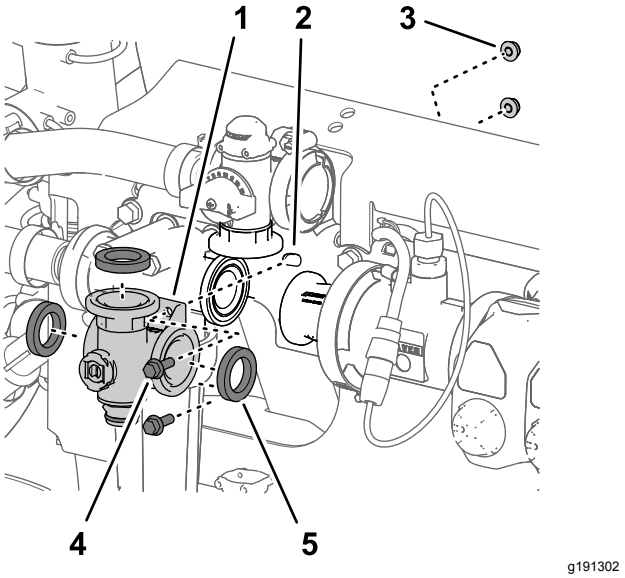

Figur 109
3. Ta bort de två flänsskruvar (¼ x ¾ tum) och två flänslåsmuttrar (¼ tum) som fäster omrörningsventilens grenrör vid ventilstödet (Figur 109).
4. Ta bort omrörningsventilens grenrör och packning från maskinen (Figur 109).